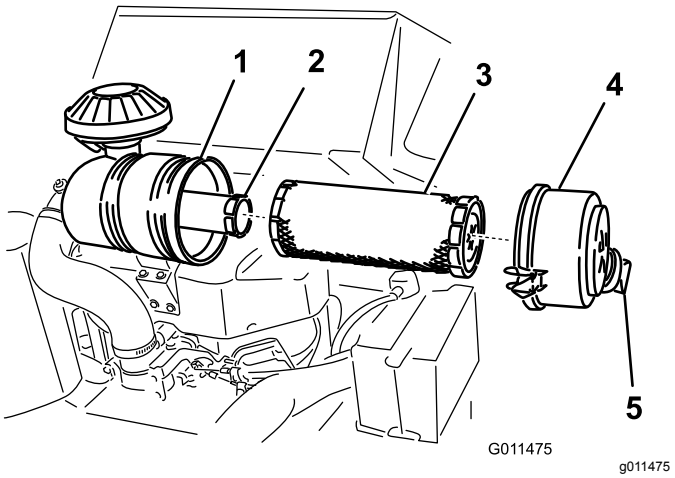

**Figuur 33**
3. Maak de sluitingen op het luchtfilter los en trek het luchtfilterdeksel van de luchtfilterbehuizing (Figuur 33).
1. Schuif het filter voorzichtig uit de luchtfilterbehuizing (Figuur 33). Zorg ervoor dat u niet met het filter tegen de zijkant van de luchtfilterbehuizing stoot.
4. Als u het veiligheidsfilter vervangt, schuif dan voorzichtig het nieuwe filter in de filterbehuizing (Figuur 33).
5. Schuif het voorfilter op het veiligheidsfilter (Figuur 33). Zorg ervoor dat het filter volledig vastzit door de buitenring van het filter tijdens de montage aan te drukken.